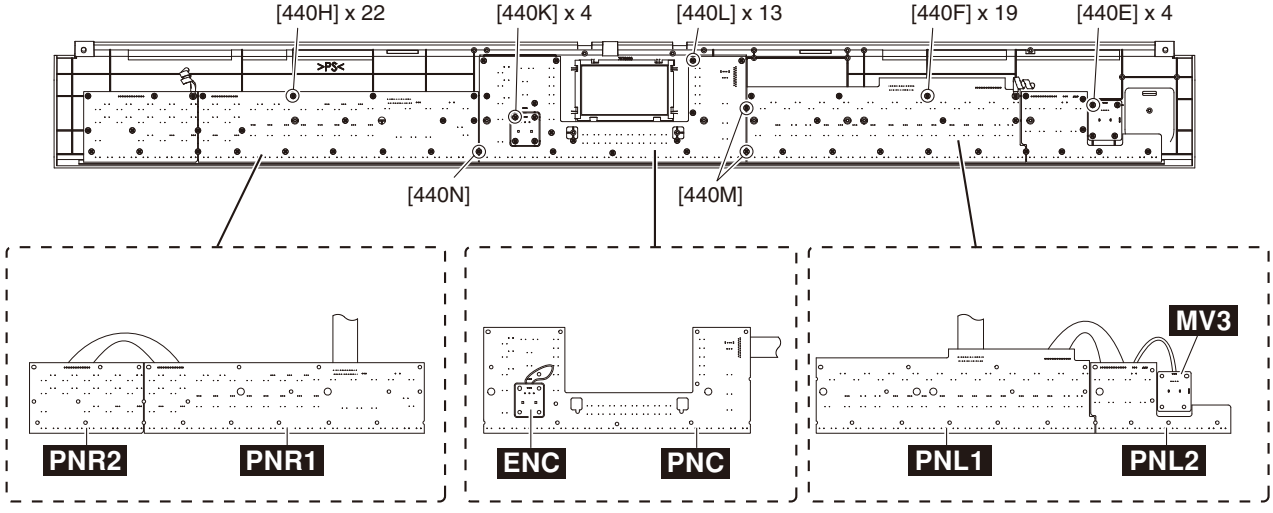

Fig. 12（図 12）
* ***The PNL1, PNL2 and MV3 circuit boards are connected by a board-in connector. (Fig. 12)***
12-6. Remove the four (4) screws marked [440E]. The MV3 circuit board can then be removed. (Fig. 12)
12-7. Remove the nineteen (19) screws marked [440F] and the two (2) screws marked [440M]. The PNL1 and PNL2 circuit boards can then be removed. (Fig. 12)
* ***The PNR1 and PNR2 circuit boards are connected by a board-in connector. (Fig. 12)***
13-5. Remove the twenty two (22) screws marked [440H] and the screw marked [440N]. The PNR1 and PNR2 circuit boards can then be removed. (Fig. 12)
* ***The PNC and ENC circuit boards are connected by a board-in connector. (Fig. 12)***
14-8. Remove the four (4) screws marked [440K]. The ENC circuit board can then be removed. (Fig. 12)
14-9. Remove the thirteen (13) screws marked [440L], the two (2) screws marked [440M] and the screw marked [440N]. The PNC circuit board can then be removed. (Fig. 12)
※ **PNL1 シート、PNL2 シート、MV3 シートは、ボードインコネクタにより接続されています。（図 12）**
12-6. [440E] のネジ 4 本を外し、MV3 シートを外します。（図 12）
12-7. [440F] のネジ 19 本と [440M] のネジ 2 本を外し、PNL1 シートと PNL2 シートを外します。（図 12）
※ **PNR1 シートと PNR2 シートは、ボードインコネクタにより接続されています。（図 12）**
13-5. [440H] のネジ 22 本と [440N] のネジ 1 本を外し、PNR1 シートと PNR2 シートを外します。（図 12）
※ **PNC シートと ENC シートは、ボードインコネクタにより接続されています。（図 12）**
14-8. [440K] のネジ 4 本を外し、ENC シートを外します。（図 12）
14-9. [440L] のネジ 13 本、[440M] のネジ 2 本と [440N] のネジ 1 本を外し、PNC シートを外します。（図 12）